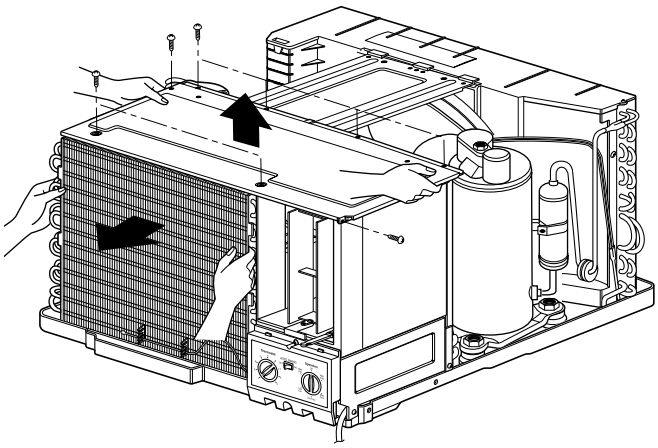

**Figure 17**
7. Re-install the components by referring to notes. (See Fig. 17)